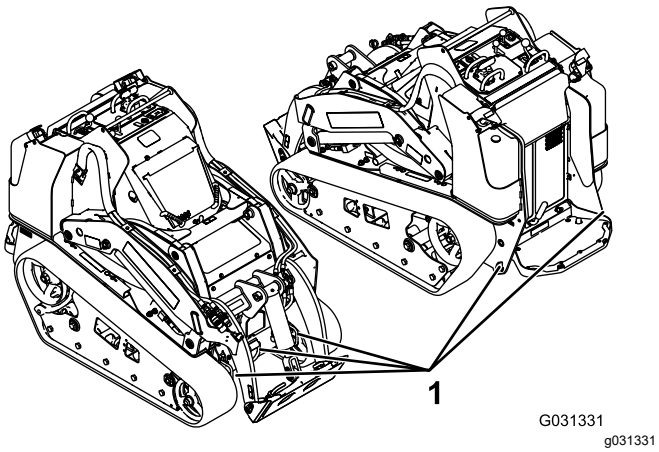

Rysunek 29
8. Zamocuj maszynę do przyczepy lub ciężarówki za pomocą pasów, łańcuchów lub lin, mocując je do metalowych uch na maszynie (Rysunek 29). Zastosuj się do obowiązujących przepisów określających wymogi dotyczące mocowania maszyny.